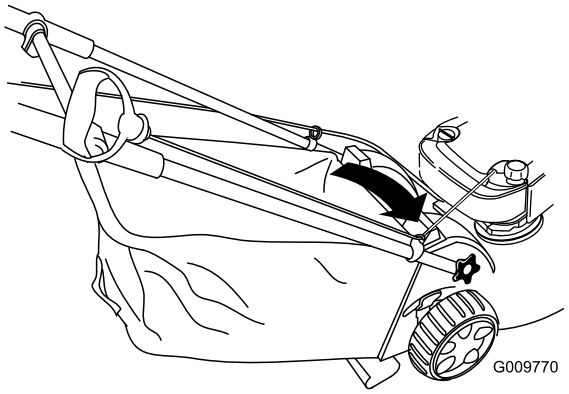

Figur 30
1. Før startsnoren rundt den nedre snorføreren (Figur 30).